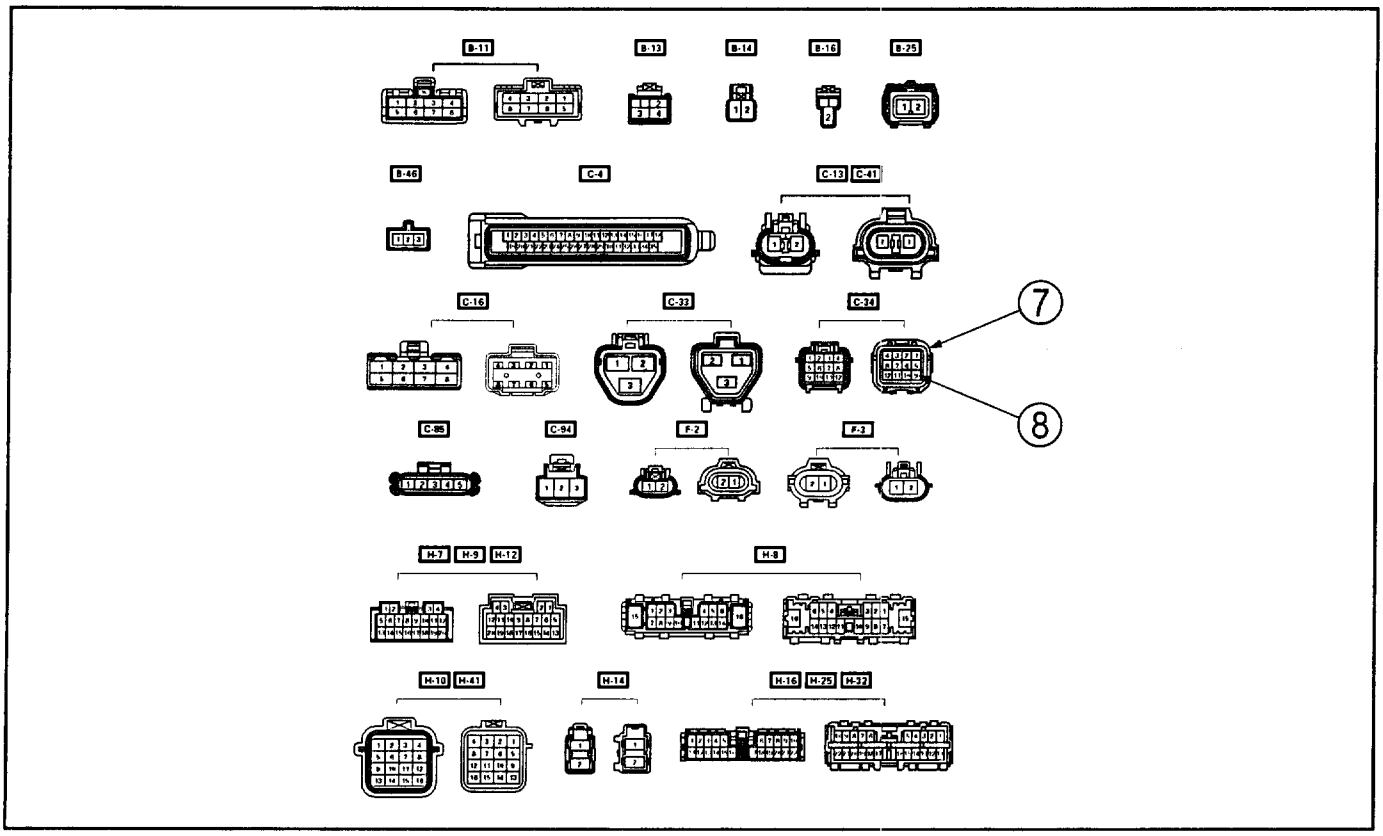

Fig. 8-42
CONNECTOR LIST: The connector configuration shows each connector's configuration ⑦ and the pin number ⑧ (Fig. 8-42).